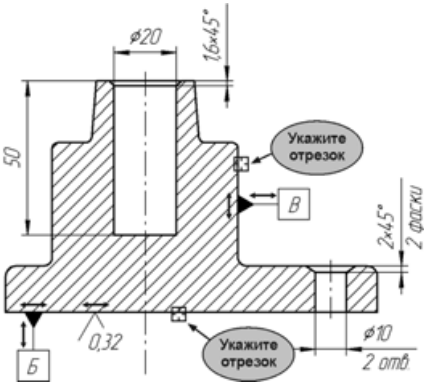

Рис. 3.56
- На запрос системы **Укажите поверхность для простановки обозначения базы** щелкните мышью на горизонтальном отрезке в нижней части вида (рис. 3.56).